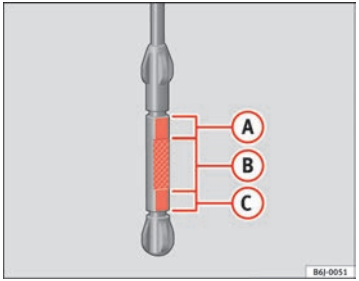

Fig. 115 Engine oil dipstick
- Then pull it out once more and check the oil level ⇒ fig. 115. Top up with engine oil if necessary.